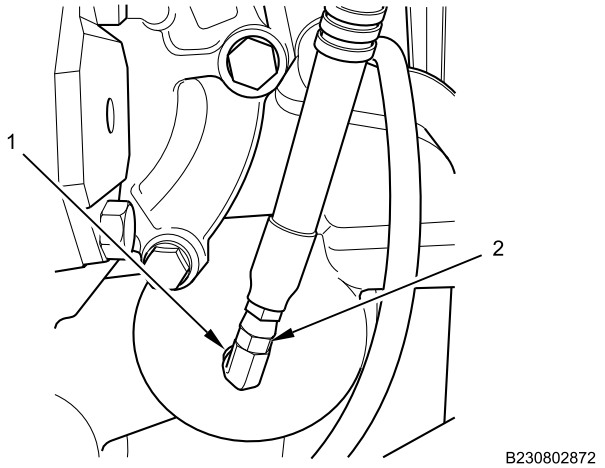

Figure 3. Transfer Case Oil Cooler Return Hose.
5. Position drain pan under transfer case oil cooler return hose (Figure 3, Item 2) at rear of transfer case.
6. Disconnect transfer case oil cooler return hose (Figure 3, Item 2) from transfer case oil cooler return angle fitting (Figure 3, Item 1), allowing fluid to drain out of transfer case and return hose into drain pan.